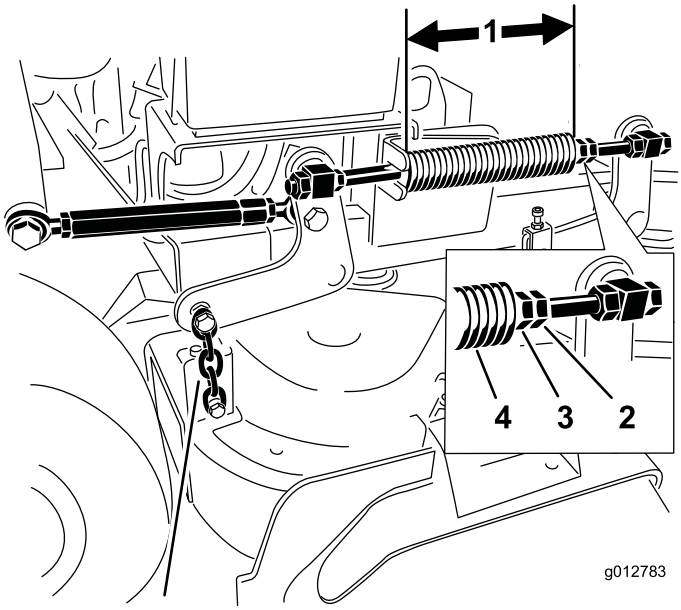

Figure 87
2. Vérifiez la longueur du ressort de compression. La longueur nominale est de 28,2 cm pour les plateaux de coupe de 91 cm et de 25,7 cm pour les plateaux de coupe de 102 cm (Figure 87).
3. Réglez cette distance en desserrant l'écrou de blocage du ressort et en tournant l'écrou devant chaque ressort (Figure 87).
4. Bloquez l'écrou en position en serrant l'écrou de blocage du ressort (Figure 87).